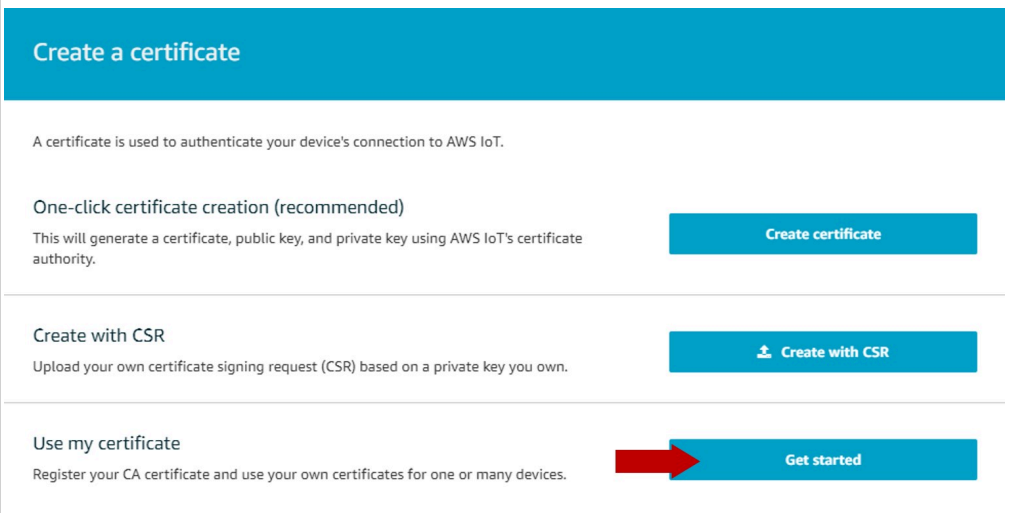

Figure 65. AWS certificate creation options
2. Select the ***Use my certificate*** option as shown in Figure 65: